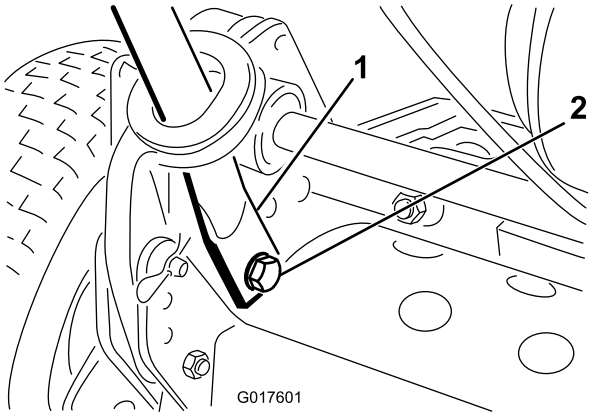

Figur 4
4. Klem håndtaksendene innover, og monter dem på monteringspinnene (Figur 4).
5. Fest håndtaksendene til monteringspinnene med boltene, skivene og låseskivene som følger med (Figur 4).
6. Fest den nedre delen av styrearmene til hver side av gressklipperen med boltene og hodeskruene som du fjernet tidligere (Figur 4). Sørg for at du monterer hylsene i hullene på styrarmene.
7. Fest styrarmene til bakdelen av rammen ved hjelp av hårnålssplintene og ringsplintene som du fjernet tidligere (Figur 4).